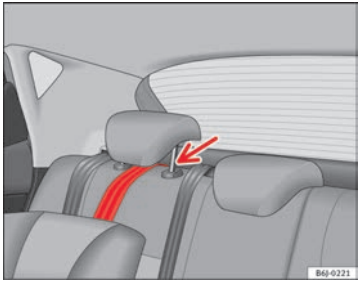

Fig. 28 Retainer strap: correct adjustment and fitting
– Lead the Top Tether fastening belt under the rear seat head restraint ⇒ fig. 28 (lift the head restraint where necessary).